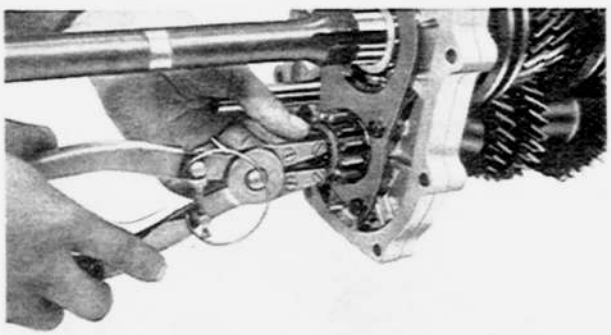

Fig. 7–12 Removing of snap ring
21. Remove the snap ring from the rear of the counter shaft and slide off the counter reverse gear as shown in Fig. 7–12.